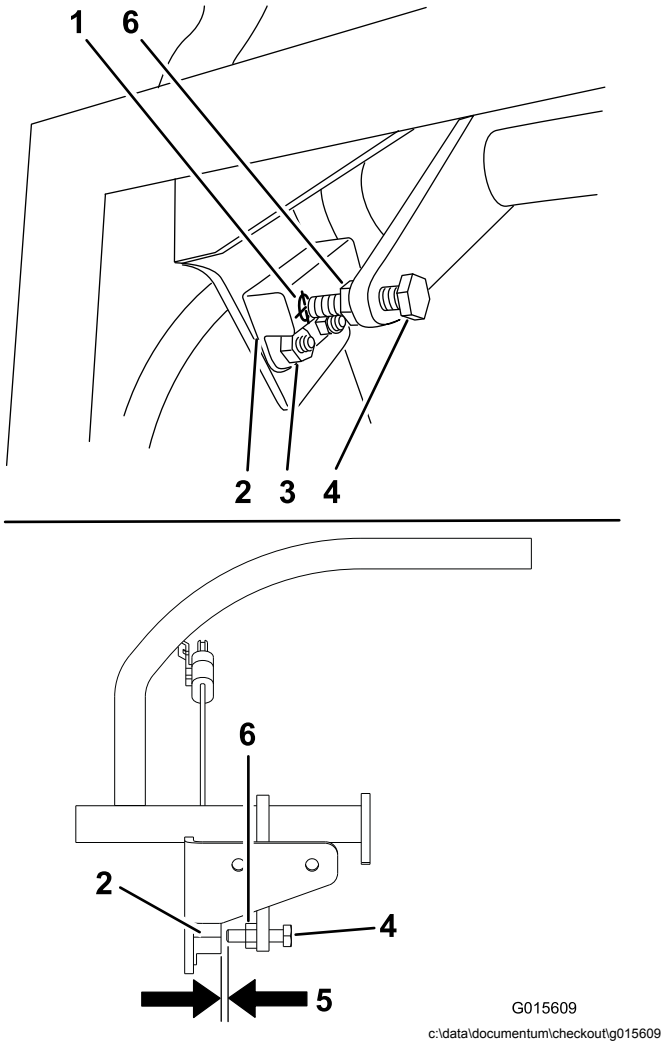

**Figuur 57**
1. Zorg dat de bout aan de rijhendel uitgelijnd is met het raakvlak van de afstandsschakelaar (Figuur 57).
2. Zet indien nodig de bouten los en stel de afstandsschakelaar af tot het raakvlak overeenkomt met de bout aan de rijhendel (Figuur 57).
3. Controleer de afstand van de bout tot de afstandsschakelaar; deze moet 0,51 tot 1,02 mm bedragen; zie Figuur 57.
5. Draai de contramoer vast als de bout afgesteld is (Figuur 57).